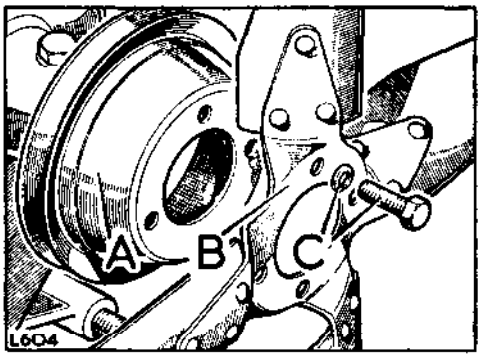

**Fig. A1-43. Fixings for fan and pulley**
3. Refit the fan pulley, fan blades and dynamo, referring to Figs. A1-43 and A1-42 as necessary.